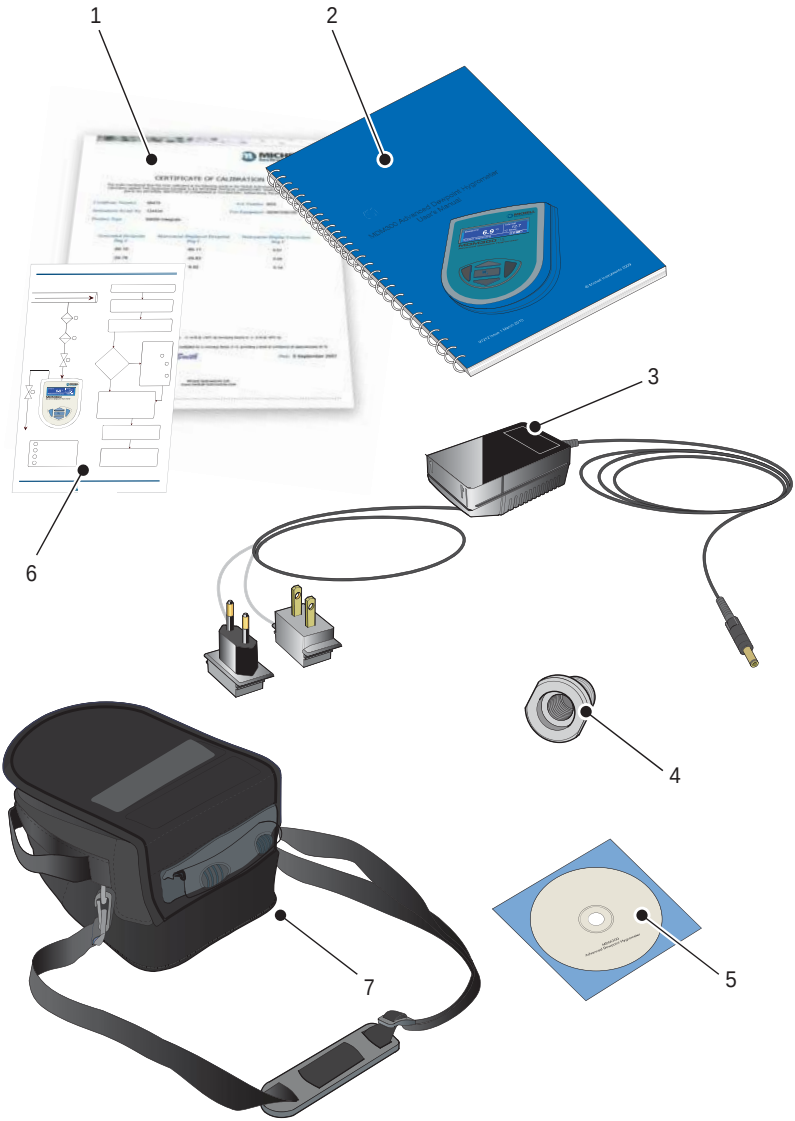

Figure 3.3 Accessories
The accessories for the HygroPort I.S. are shown in Figure 3.3. Items 1 to 6 are supplied as standard and item 7 is optional . Please check that all the standard components are present after unpacking. Report any shortages immediately.